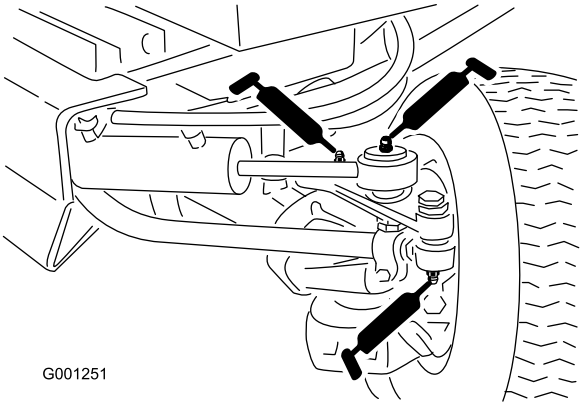

Figuur 45
- Trekstangeinden (2) (Figuur 45)
- Cilinderstangeinden (2) (Figuur 45)
- Draaipunten van besturing (2) (Figuur 45)
- Draaipen van as (Figuur 45)